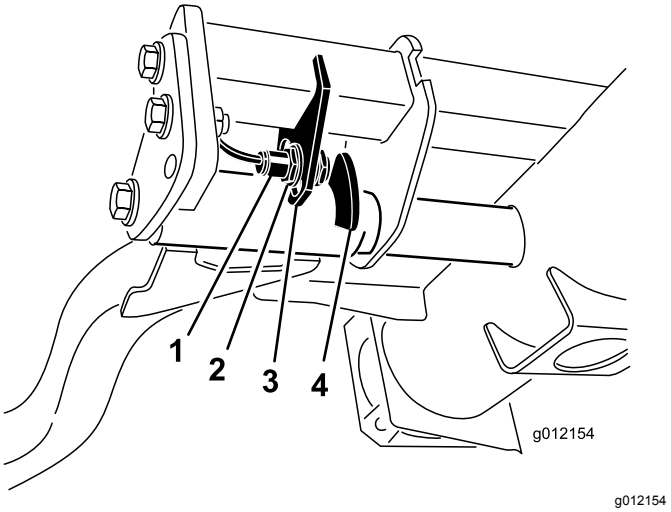

Figur 55
2. Løftearmsafbryderen er placeret under hydrauliktanken bag løftearmen forrest til højre (Figur 55).
3. Løsn afbryderens monteringsskruer, og flyt afbryderen ned for at forøge løftearmens drejehøjde eller flyt afbryderen op for at mindske løftearmens drejehøjde (Figur 55).